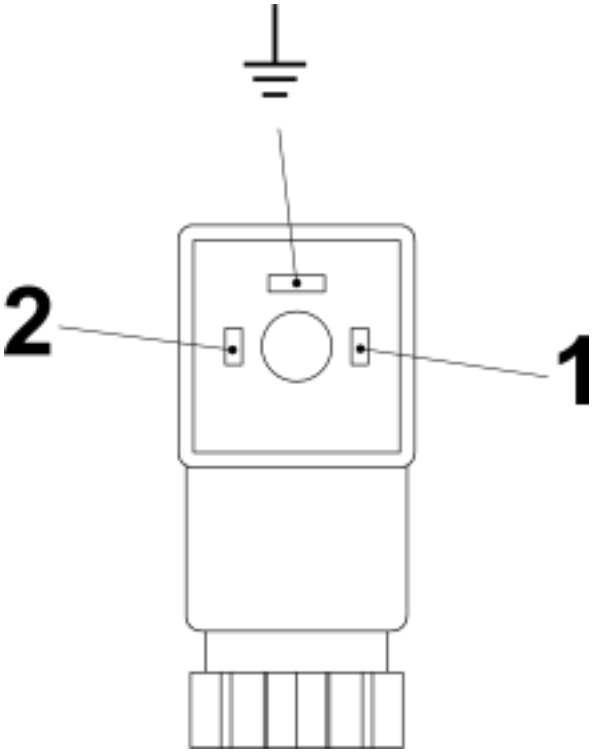
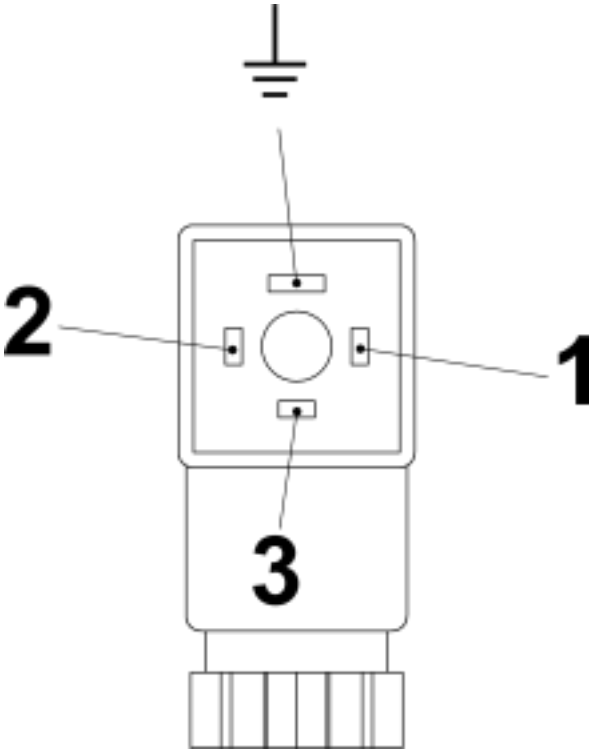

Fig. 25: Pin assignment, plug socket, Normally Open Contact (Form 15x50)
Fig. 26: Pin assignment, plug socket, Change-Over-Contact (Form 15x50)
6. Make the connections as shown in the connecting diagram (*Fig. 25* und *Fig. 26*)